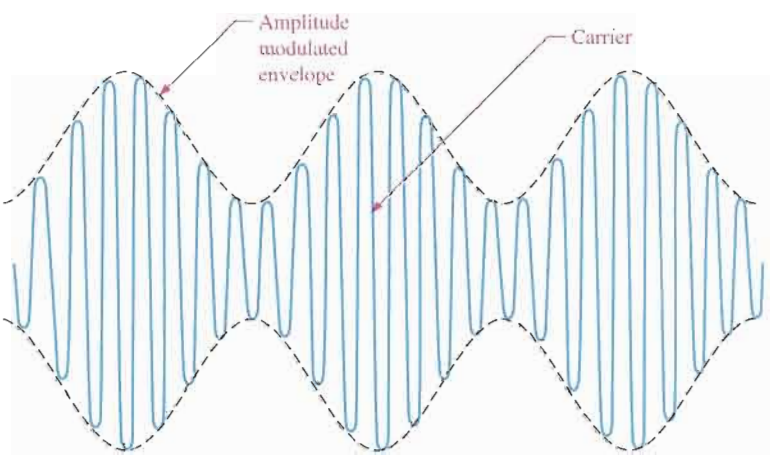

FIGURE 17–1
Amplitude modulation (AM) is a method for sending audible information, such as voice and music, by electromagnetic waves that are broadcast through the atmosphere. In AM, the amplitude of a signal with a specific frequency (f_c), called the *carrier*, is varied according to a modulating signal, which can be an audio signal (voice or music), as shown in Figure 17–1. The carrier frequency permits the receiver to be tuned to a specific known frequency. The resulting AM waveform contains the carrier frequency, an upper-side frequency equal to the carrier frequency plus the modulation frequency ($f_c + f_m$), and a lower-side frequency equal to the carrier frequency minus the modulation frequency ($f_c - f_m$). For example, if a 1 MHz carrier is amplitude modulated with a 5 kHz audio signal, the frequency components in the AM waveform are 1 MHz (carrier), 1 MHz + 5 kHz = 1,005,000 Hz (upper side), and 1 MHz − 5 kHz = 995,000 Hz (lower side). Harmonics of these frequencies are also present.
A block diagram of a superheterodyne AM receiver is shown in Figure 17–2. The receiver shown consists of an antenna, an RF (radio frequency) amplifier, a mixer, a local oscillator (LO), an IF (intermediate frequency) amplifier, a detector, an audio amplifier, a power amplifier, and a speaker.